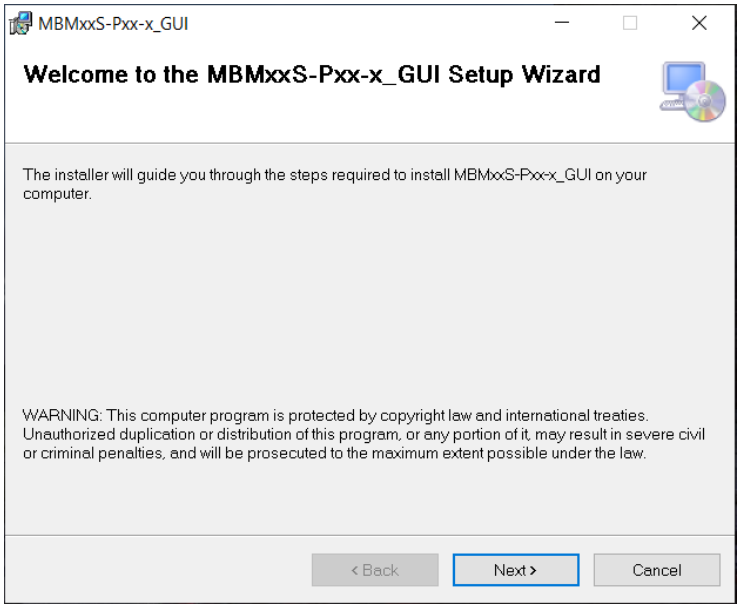

Figure 20: MBMxxS-P100-x GUI Set-Up Guide
2. Double click the ".msi" file to open the set-up guide (see Figure 20).